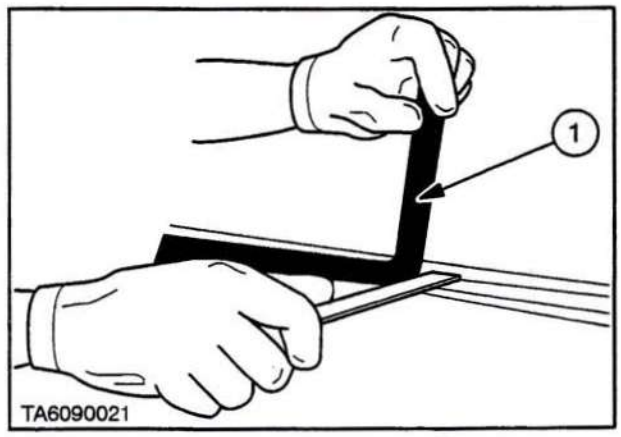

Figure 10-1-4
8. Taking care not to damage the frame, cut away adhesive (1) to leave a smooth bevel of approximately 0.079 in (2.0 mm), see Figure 10-1-4.
4. Taking care not to damage frame cut away adhesive to leave a smooth bevel of approximately 0.079 in (2.0 mm), see Figure 10-1-4.